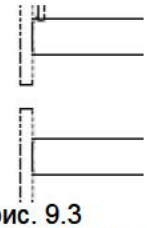

рис. 9.3
• Закройте краны подачи и обратной линии (O), см. рис. 9.3.